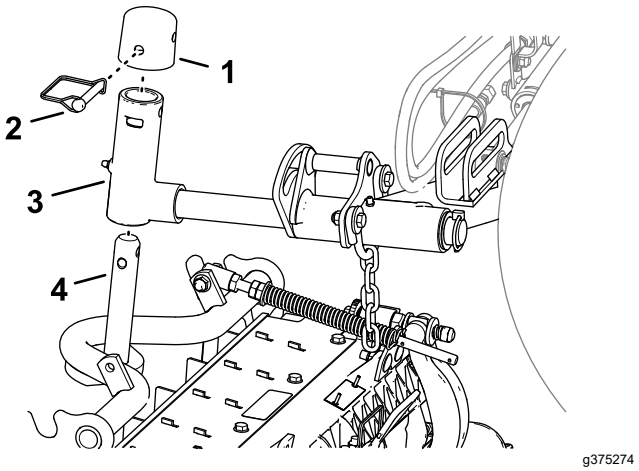

Figur 15
1. Skub en klippeenhed ind under løftearmen (Figur 15).